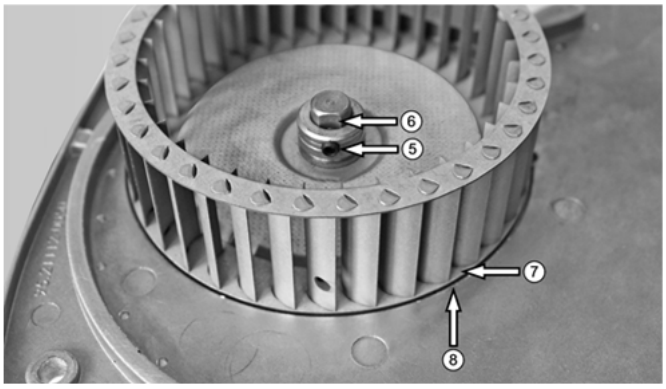

Abb. 43: Axiale Positionierung des Gebläserades
➡ Achten Sie darauf, dass die Befestigungsschraube ⑤ senkrecht zur Passfläche ⑥ ausgerichtet wird (s. Abb. 43).
Um die axiale Positionierung des Gebläserades sicherzustellen, muss die Innenfläche des Gebläserades ⑦ bündig mit der Fläche des Gehäusedeckels ⑧ abschließen (s. Abb. 43).
Legende zu Abb. 43: